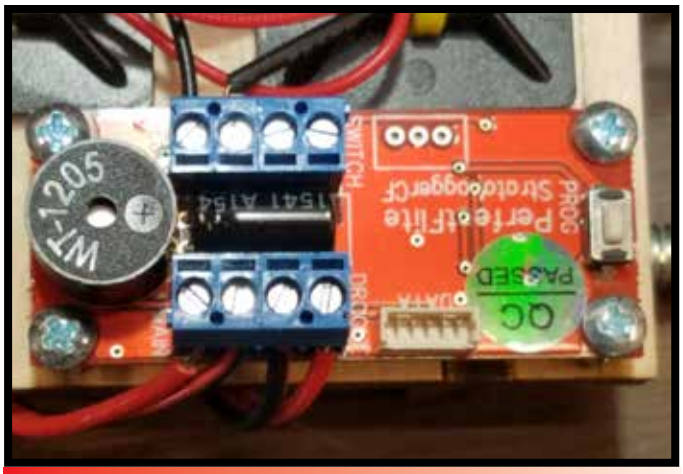

Figure 3: Attaching the altimeter to the sled.
10. Using 3/16” 4-40 pan head screws, attach the altimeters to the standoffs. Makes sure that the power terminals on the altimeter are facing towards the middle of the sled and that the ejection charge relay terminal is facing out (**Figure 3**).
5. Repeat the process for the other altimeter. Use the photo of the wire connected to the ejection charge relay terminal block for reference (**Figure 3**, **Page 5**).